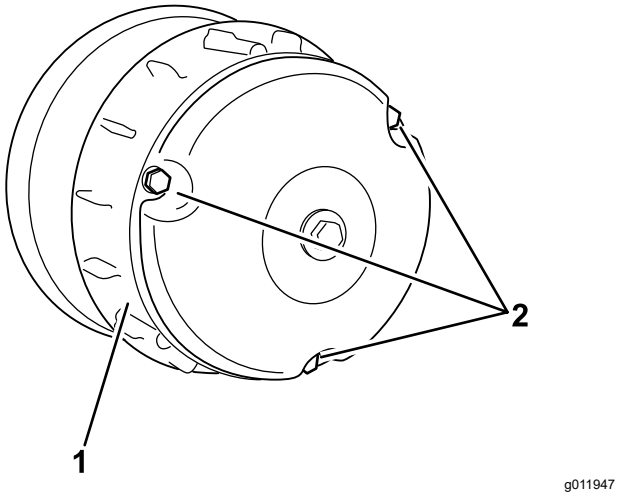

**Figura 64**
2. Retire los 3 pernos que sujetan la cubierta al embrague, y retire la cubierta (Figura 64).
4. Instale la cubierta del embrague, fijándola con los 3 pernos (Figura 64) que retiró en 2.